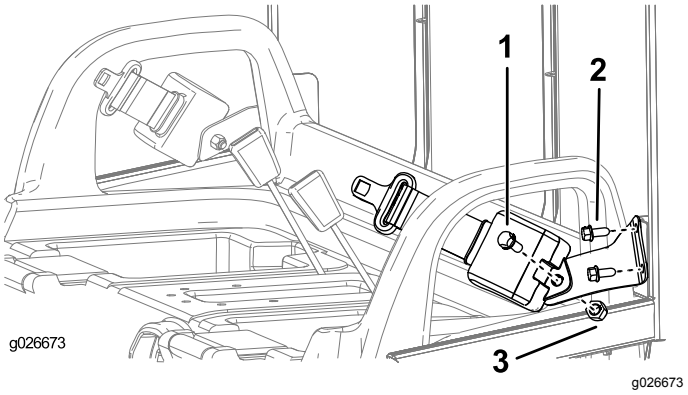

Figur 8
1. Montera ett fäste för säkerhetsbälte vid respektive vältskyddsflik med två skruvar (3/8 tum) i enlighet med Figur 8.
3. Montera den utdragbara änden av respektive säkerhetsbältesmontering vid varje förankringsfäste för säkerhetsbältet med en skruv (7/16 tum) och en mutter (7/16 tum) i enlighet med Figur 8.